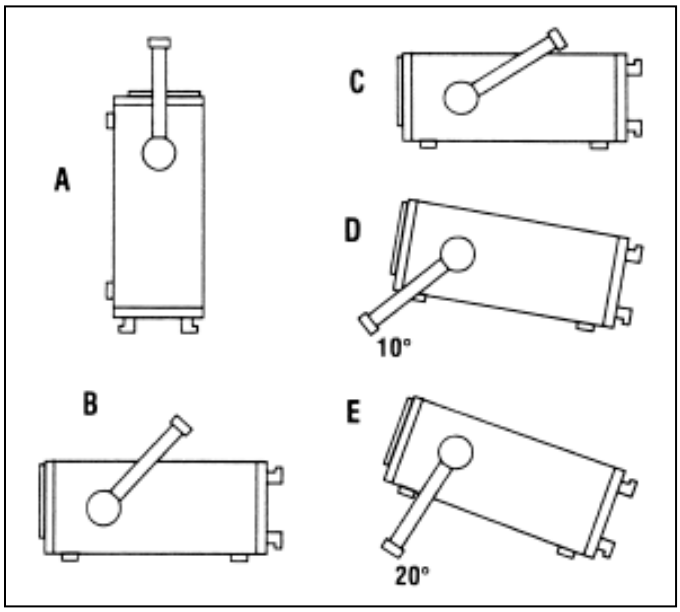

Fig. 1. Tilt Handle Operation
To view the screen from the best angle, there are three different positions (C, D, E) for setting up the instrument (see Figure 1). If the instrument is set down on the floor after being carried, the handle automatically remains in the upright carrying position (A). In order to place the instrument onto a horizontal surface, the handle should be turned to the upper side of the Spectrum Analyzer (C). For the D position (10° inclination), the handle should he turned to the opposite direction of the carrying position until it locks in place automatically underneath the instrument. For the E position (20° inclination), the handle should be pulled to release it from the D position and swing backwards until it locks once more. The handle may also be set to a position for horizontal carrying by turning it to the upper side to lock in the B position. At the same time, the instrument must be lifted, because otherwise the handle will jump back.